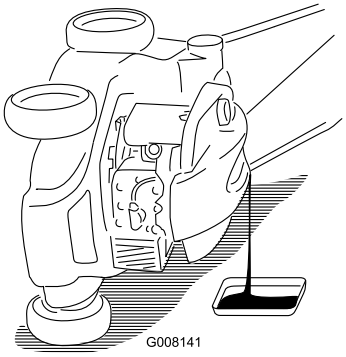

Figur 32
5. Vend gressklipperen på dens **venstre** side (med luftfilteret opp) for å tømme den brukte oljen ut gjennom oljepåfyllingsrøret (Figur 32).